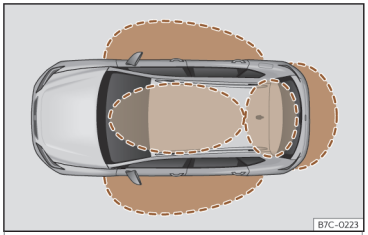
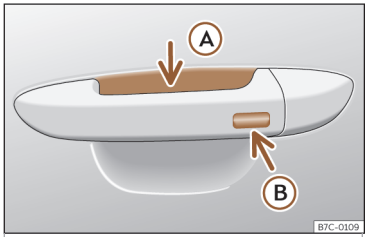

Fig. 71 Keyless Access: zonas de proximidad.
Fig. 72 Manecilla de la puerta: superficies sensoras
Keyless Access es un sistema de cierre y arranque sin llave con el que se puede desbloquear y bloquear el vehículo sin utilizar activamente la llave del mismo. Para ello solo es necesario que haya una llave del vehículo válida en la zona de detección correspondiente al intento de acceso al vehículo ››› **fig. 71** y tocar una de las superficies sensoras de las manecillas de las puertas ››› **fig. 72** o accionar el *softtouch*/asidero del portón trasero ››› **pág. 108** ››› ❗.
Si se encuentra una llave válida en una de las zonas próximas ››› **fig. 71**, el sistema de cierre y arranque sin llave Keyless Access le otorga a dicha llave derechos de acceso en cuanto se toca una de las superficies sensoras de las manecillas de las puertas delanteras o se acciona el *softtouch*/asidero dispuesto en el portón trasero.
- Empuñe la manecilla de una de las puertas delanteras. Al hacerlo se toca la superficie sensora››› **fig. 72** Ⓐ (flecha) de la manecilla y se desbloquea el vehículo.
- Toque *una vez* la superficie sensora de bloqueo››› **fig. 72** Ⓑ (flecha) de la manecilla de una de las puertas delanteras. La puerta cuya manecilla se acciona deberá estar cerrada.
- Toque *una vez* la superficie sensora ››› **fig. 72** Ⓑ (flecha) de la manecilla de una de las puertas delanteras. El vehículo se bloquea con el sistema de seguridad "Safe" ››› **pág. 103**. La puerta cuya manecilla se acciona deberá estar cerrada.
- Toque *dos veces* la superficie sensora ››› **fig. 72** Ⓑ (flecha) de la manecilla de una de las puertas delanteras para bloquear el vehículo sin activar el sistema de seguridad "Safe"››› **pág. 103**.
Cuando el vehículo está bloqueado, el portón trasero se desbloquea al abrirlo si en su zona próxima››› **fig. 71** se encuentra una llave del vehículo válida.
- Pulse el botón de cierre del mando a distancia y toque una vez, dentro de los 5 segundos siguientes, la superficie sensora de bloqueo de la manecilla de la puerta del conductor››› **fig. 72** Ⓑ. No agarre la manecilla de la puerta, de lo contrario el vehículo no se bloqueará. También es posible llevar a cabo la desactivación si se bloquea el vehículo a través de la cerradura de la puerta del conductor.
Para **cerrar con la función de confort** todas las ventanillas eléctricas y el techo de cristal, mantenga un dedo durante unos segundos sobre la superficie sensora de bloqueo ››› **fig. 72** Ⓑ (flecha) de la manecilla de la puerta hasta que se hayan cerrado las ventanillas y el techo.
Las superficies sensoras de las manecillas de las puertas podrían activarse al recibir un chorro de agua o de vapor a gran presión en el caso de que hubiera alguna llave del vehículo válida en la zona próxima. Si al menos una de las ventanillas con elevalunas eléctrico está abierta y se activa la superficie sensora››› fig. 72 Ⓑ (flecha) de una de las manecillas de forma permanente, se cerrarán todas las ventanillas.
• **O BIEN**: toque *dos veces* la superficie sensora situada en la parte exterior de la manecilla de la puerta››› **fig. 72** Ⓑ.